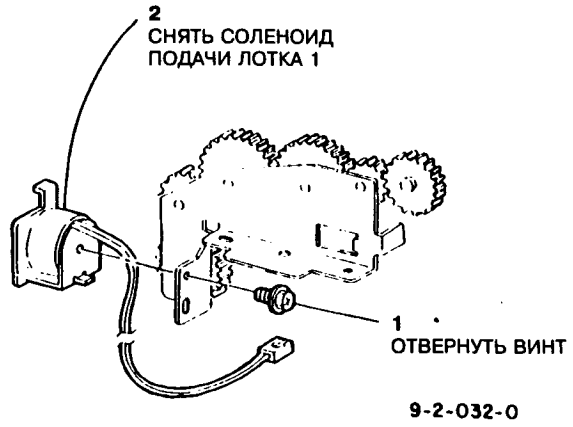

Рис.3 Снятие соленоида подачи лотка 1
9. Снять соленоид подачи лотка 1 (рис.3).